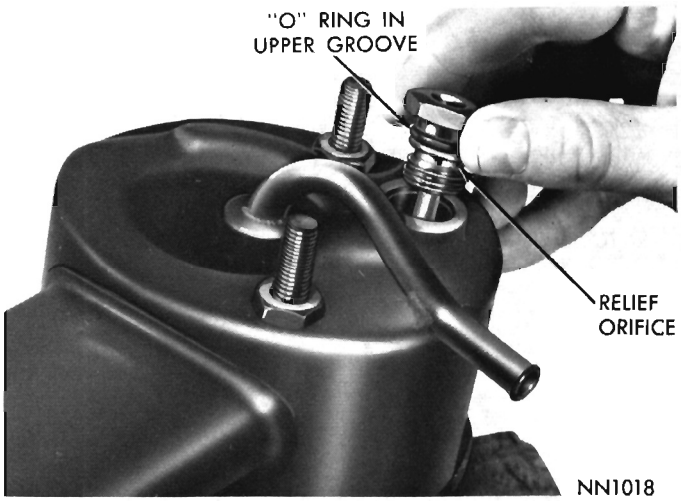

Fig. 20—Installing Pressure Hose Fitting
(15) Using a plastic hammer, tap reservoir down on pump and insert flow control valve spring and valve (slotted end up).
(16) Replace "O" ring on pressure hose fitting and lubricate with power steering fluid (Fig. 20).